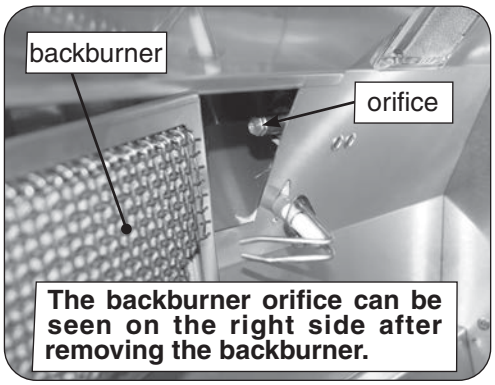

Fig. 34-4 Remove backburner
3. Carefully pull the left end of the backburner forward until the burner can be moved to the left pulling it free from the orifice located on the right side (see Fig. 34-4).